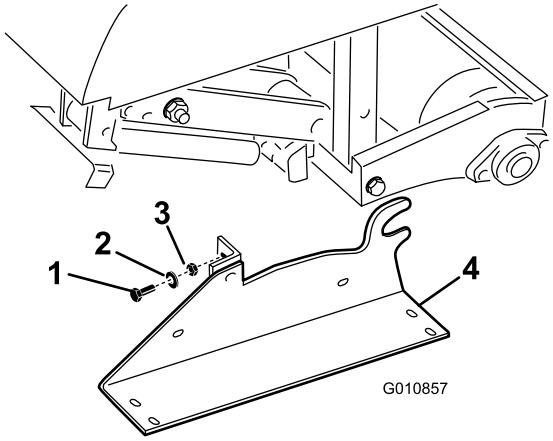

Figur 32
2. Fjern boltene, låseskivene og mutterne som støtter lagringspilarene på hver ende av luftemaskinen (Figur 32).